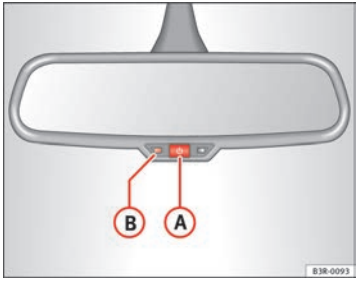

Fig. 103 Interior rear view mirror with anti-dazzle setting: Indicator lamp and on/off switch
– Press button (A) ⇒ fig. 103. Warning lamp (B) goes out:
– Press button (A) ⇒ fig. 103. The indicator lamp (B) will light up.